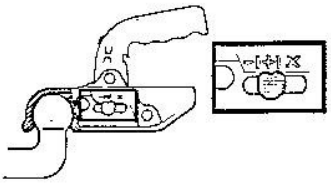

Рис. 2
5. При правильном соединении контрольный индикатор находится в положении "+"(Рис.2).